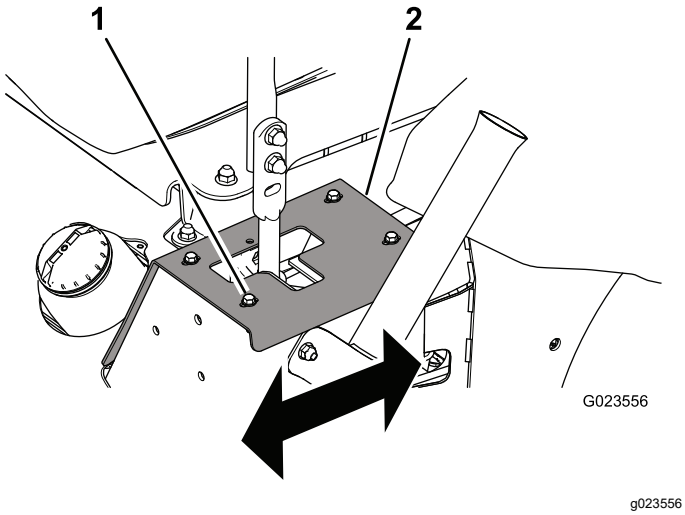

Figure 59
- If it tracks to the right, loosen the bolts and adjust the left stop plate rearward until the machine tracks straight (Figure 59).
- If it tracks to the left, loosen the bolts and adjust the right stop plate rearward until the machine tracks straight (Figure 59).
1. Bolt (4)
3. Tighten the bolts to secure the stop plate (Figure 59).